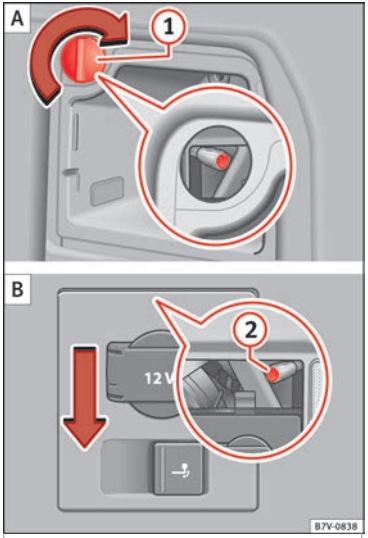

Fig. 113 On the side of the luggage compartment: removing the left and right hand side rear lights. (1) remove the cap; (2) attachment screw
4.	Unscrew the attachment screw ››› Fig. 113 2 using the screwdriver from the vehicle tool kit ››› page 82. The bolt is secured in its position.